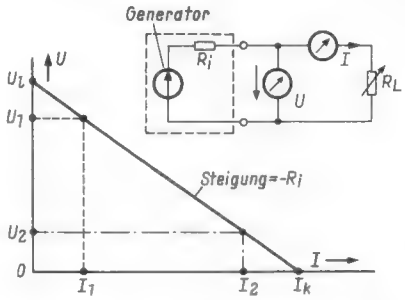
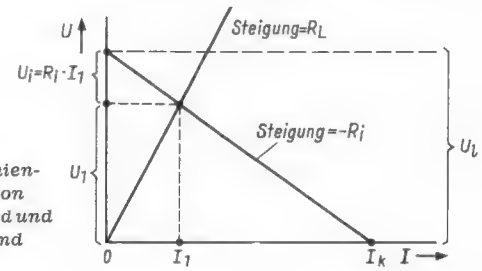
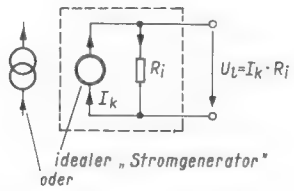

Bild 1. Messung und Kennlinien-darstellung des Innenwiderstandes eines Generators
Bild 2. Kennlinien-darstellung von Innenwiderstand und Lastwiderstand
Bild 4. Die Ersatz-Stromquelle mit dem idealen Stromgenerator
Da U_l und U_k meist nicht direkt gemessen werden können, geht man folgendermaßen vor: Der Generator wird mit einem einstellbaren Widerstand R_L belastet. Die Klemmenspannung U am Belastungswiderstand ist eine Funktion des ihn durchfließenden Stromes I. Diese Funktion kann man nach Bild 1 grafisch darstellen. Da der Innenwiderstand linear sein soll, ist das Bild der Funktion eine Gerade. Zum Zeichnen des Funktionsbildes reicht es also, wenn zwei (möglichst weit auseinander liegende) Meßpunktpaare für U und I zur Verfügung stehen, im Bild $U_1 I_1$ und $U_2 I_2$. Durch sie zieht man eine Gerade. An ihrem Schnittpunkt mit der U-Ordinaten läßt sich dann die
Betrachtet man den Punkt U_1, I_1 in Bild 1, so gehört hierzu der Strom I_1, der durch den Lastwiderstand R_L fließt, an ihm steht die Spannung U_1. Wird ein linearer Lastwiderstand angenommen, so kann man seine Kennlinie zeichnen, wenn man als zweiten Punkt für diese Kennlinie den Punkt $I = 0$ für $U = 0$ annimmt und durch beide Punkte eine Gerade zieht. Dies ist in Bild 2 geschehen. Die Steigung dieser Geraden ist gleich R_L. Man liest jetzt aus dem Diagramm ab, daß bei dem Strom I_1 am Lastwiderstand R_L die Spannung U_1 und am Innenwiderstand R_i die Spannung $U_i = R_i \cdot I_1$ abfällt. Die Leerlaufspannung U_l ist die Summe von beiden,
Das ist die Funktionsgleichung für die fallende Gerade in Bild 1 und Bild 2 mit der Steigung $-R_i$.
Das ist die Funktionsgleichung für die ansteigende Gerade mit der Steigung R_L in Bild 2.
Beide Gleichungen müssen beim Zusammenschalten von Generator und Lastwiderstand erfüllt sein, und zwar durch das gleiche Wertepaar U, I. Das bedeutet in der grafischen Darstellung, daß sich hier die beiden Geraden schneiden (z. B. Punkt U_1, I_1 in Bild 2). Die algebraische Lösung durch gegenseitige Substitution wird aus (1) und (2)
Für einen Generator mit Innenwiderstand, dessen Verhalten Bild 1 beschreibt, kann man nun zwei vollkommen gleichwertige, vereinfachte Ersatzbilder aufstellen, in denen man den Generator idealisiert und den Innenwiderstand gesondert herauszeichnet.
Der Innenwiderstand R_i, dessen Größe z. B. durch eine Messung nach Bild 1 bestimmt wurde, wird parallel zum idealisierten Generator geschaltet gedacht und gezeichnet, Bild 4. In diesem Falle muß der ideale Generator folgende Eigenschaften aufweisen:
Somit ist der Strom, den der ideale Stromgenerator konstant liefert, gleich dem (z. B. aus Bild 1 ermittelten) Wert von I_k.
Ein zweckmäßiges Symbol für einen solchen Stromgenerator ist in Bild 4 angewendet, der offene Kreis; der durch ihn unterbrochene Pfeil deutet an, daß den Generator kein Strom durch fließen kann, daß er den Widerstand Unendlich hat. Die Pfeilrichtung gibt die Richtung des Stromes I_k an. Er teilt sich auf in den Strom durch R_i und den durch den evtl. angeschlossenen Lastwiderstand R_L fließenden Strom I_L, entsprechend dem Verhältnis R_L/R_i.